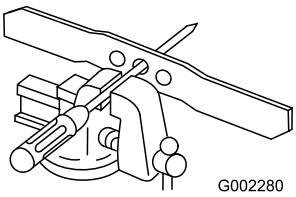

**Rysunek 26**
8. Palcami nanieś nieco oleju na uszczelkę filtra (rys. 26).
1. Sprawdź wyważenie ostrza, umieszczając otwór środkowy ostrza nad gwoździem lub śrubokrętem zaciśniętym poziomo w imadle (Rysunek 26).